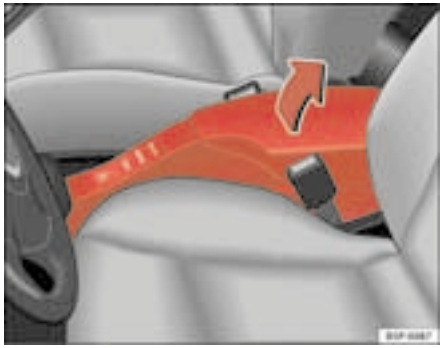

Fig. 100 Front armrest with stowage area
– To open the stowage area, lift the armrest up in the direction of the arrow ⇒ fig. 100 and then lift the cover.